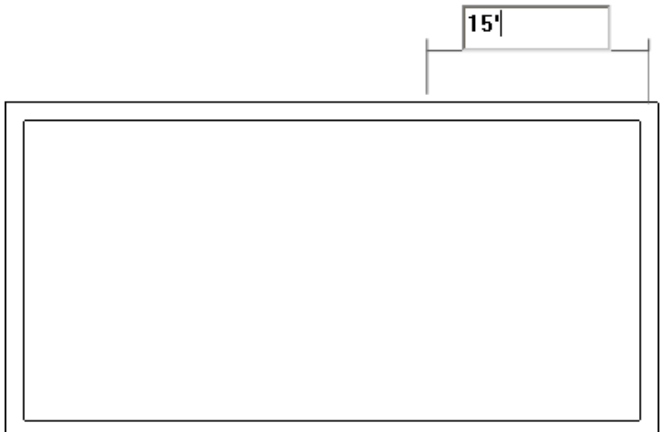

Figure 3-56 *Specifying the distance for starting the first interior wall segment*
2. Type **15'(4572 mm)** from the keyboard, as shown in Figure 3-56. Now, press ENTER; the starting point of the first interior wall is specified.